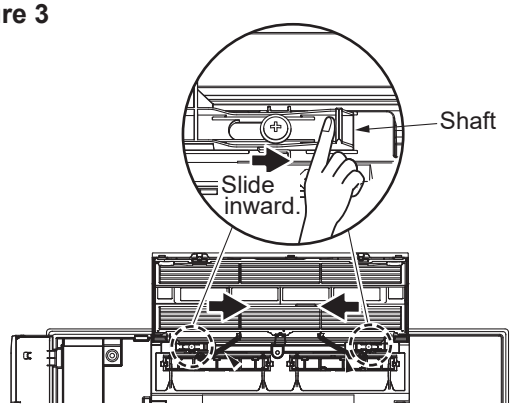

Figure 4
(4) Remove the safety strings of intake grille from the hooks (Figure 4).